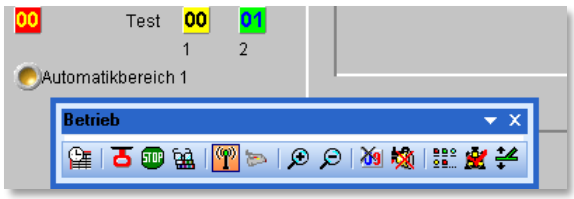

Abb. 14.33 Beispiel für eine „nicht gedockte“ Symbolleiste
Für Symbolleisten, welche Sie für Ihre Aufgaben in **Win-Digipet** nicht benötigen, können Sie die Ansicht deaktivieren. Rufen Sie hierzu erneut das Symbolleisten-Menü (vgl. Abb. 14.33) auf indem Sie innerhalb der Menü-Leiste oder Symbolleiste mit der rechten Maustaste in einen freien Bereich klicken.
- Rufen Sie hierzu erneut das Symbolleisten-Menü auf (vgl. Abb. 14.33) indem Sie innerhalb der Menü-Leiste oder Symbolleiste mit der rechten Maustaste klicken.
- Rufen Sie hierzu erneut das Symbolleisten-Menü auf (vgl. Abb. 14.33) indem Sie innerhalb der Menü-Leiste oder Symbolleiste mit der rechten Maustaste klicken